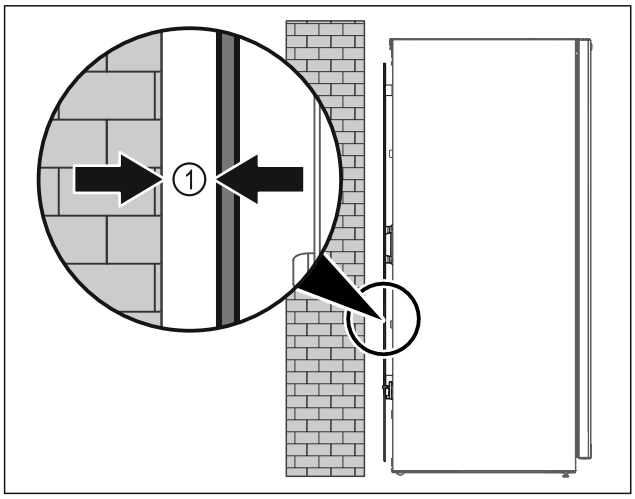

Fig. 8
▶ Instalar el electrodoméstico en medio de una sala o directamente arrimado a una pared con una distancia mínima de 5 mm *Fig. 8 (1)*.